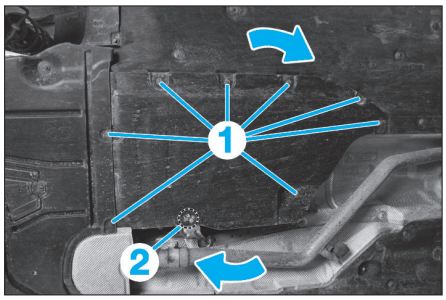
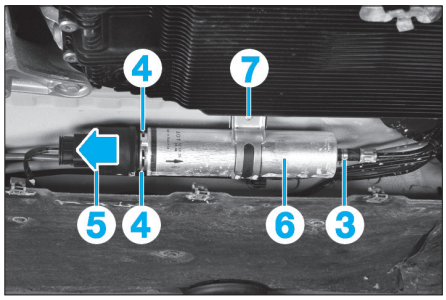

Fig. 74
Fig. 75
• Sous le véhicule, déposer les vis (1) du carter de protection arrière moteur **(Fig.74)**.
• Pivoter de 45° dans le sens horaire et dégrafer en (2) le carter de protection comme illustré.
• Déposer le collier de serrage (3) ainsi que son flexible **(Fig.75)**.